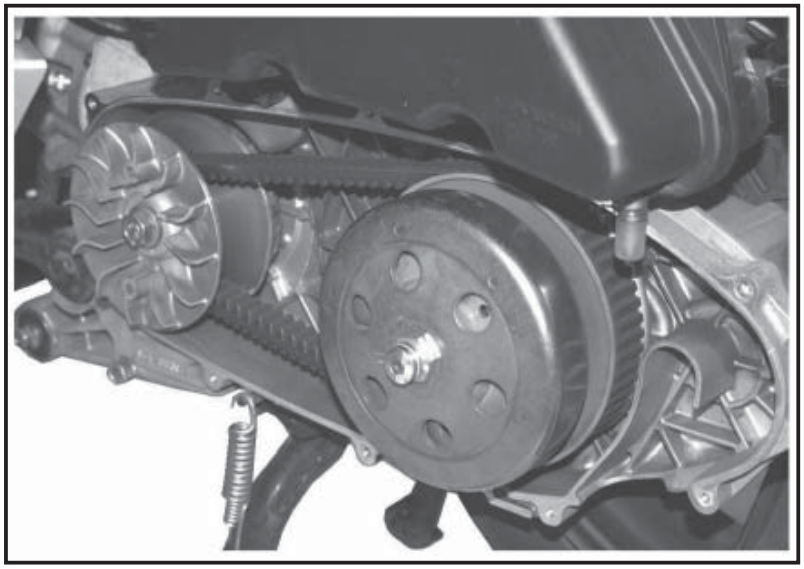

Fig. 02 QSI0034
4.24 TRANSMISIÓN AUTOMÁTICA (Fig. 02)